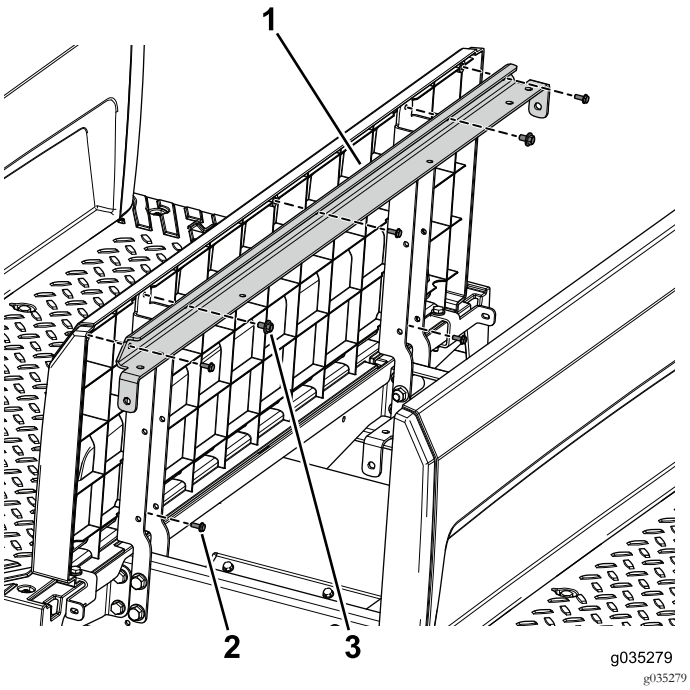

Figur 93
3. Brug de to bolte med spændeskiver (1/4 x 1/2 tomme) til at fastgøre vinkelstøttebeslaget og sædesokkelpanelet på venstre og højre sædestøtte (Figur 93).
4. Brug de fem skruer (nr. 10 x 1/2 tomme) til at fastgøre bagpanelet på vinkelstøttebeslaget og sædestøtterne (Figur 93).